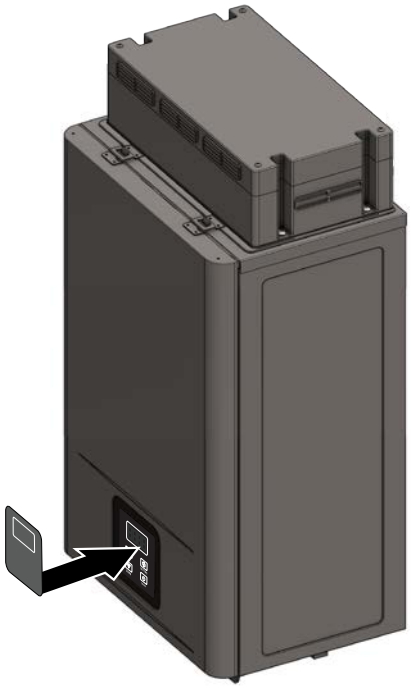

Figure 34 - Install UIM Overlay
3. Once the outdoor vent cap is secured to the water heater, install the UIM overlay to the digital display to protect it from hazardous weather conditions and accidental control adjustments (Figure 34).